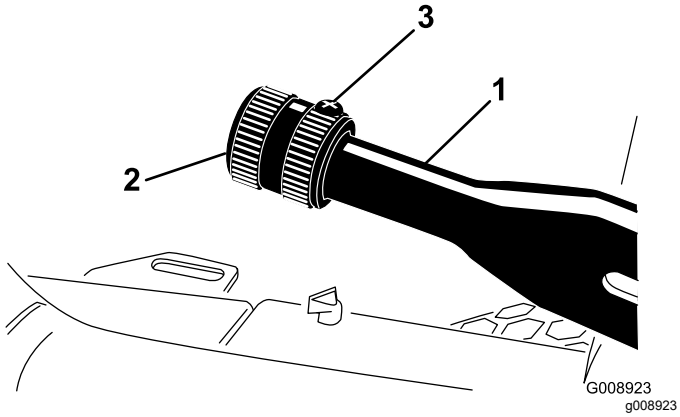

**Figur 63**
2. Løsn sætskruen, der fastgør skruen til parkeringsbremsehåndtaget (Figur 63).